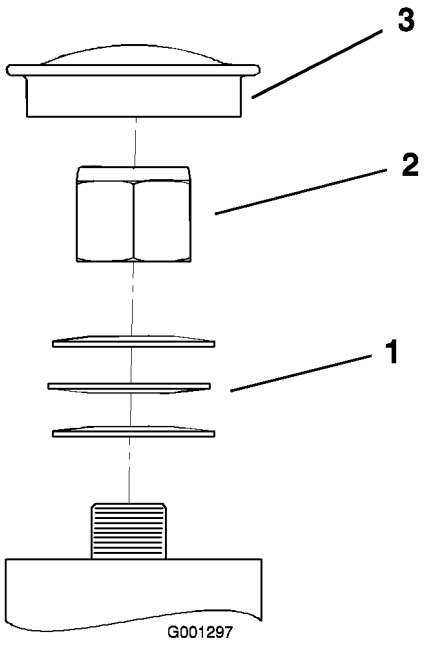

Figur 51
3. Fjern støvkoppen fra styringen og trekk til låsemutteren (Figur 51).
4. Trekk til låsemutteren inntil fjærskivene er flate og gå deretter tilbake 1/4 omdreining for å stille forhåndsbelastningen på lagrene korrekt (Figur 51).
Viktig: Påse at fjærskivene er montert korrekt slik det vises i Figur 51.
5. Sett på støvkoppen (Figur 51).